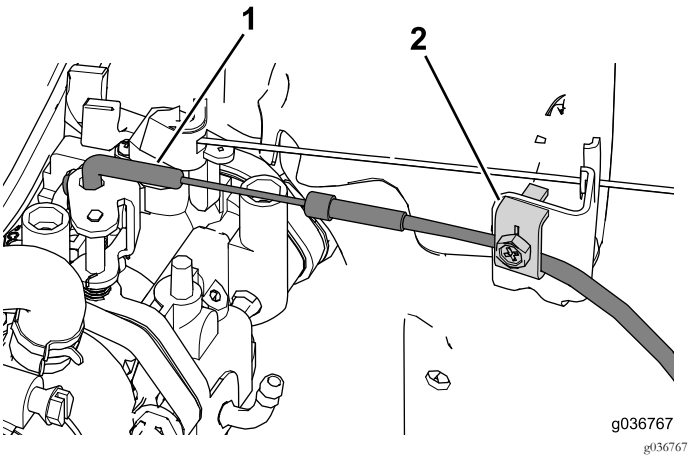

Рисунок 34
2. Создайте изгиб на конце троса на дроссельной заслонке в сборе (Рисунок 34).
3. Используйте кабельный зажим для крепления троса дроссельной заслонки по месту (Рисунок 34).